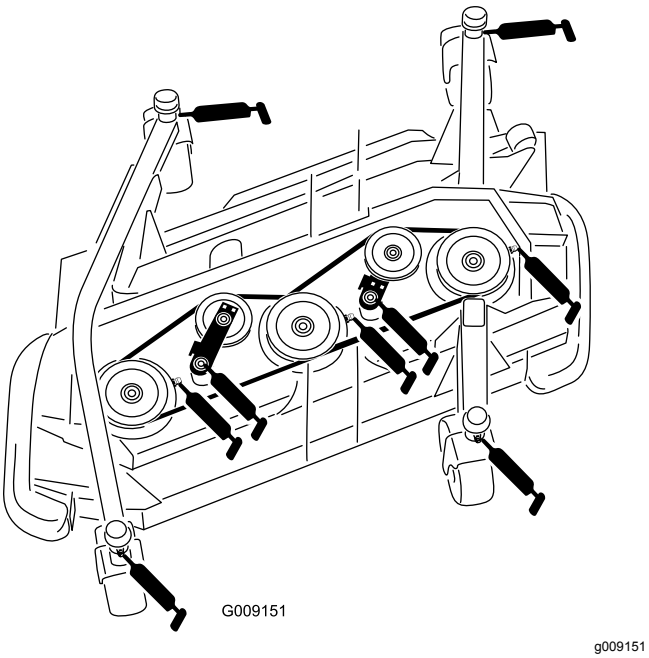

**Figur 91**
- 4 bussningar för hjulgaffelaxeln (Figur 91)
- 3 lager för spindelaxeln (på spindelhuset) enligt Figur 91
- 2 vridfästesbussningar för mellandrevsarmen (på mellandrevets svängtappsaxel) enligt Figur 91